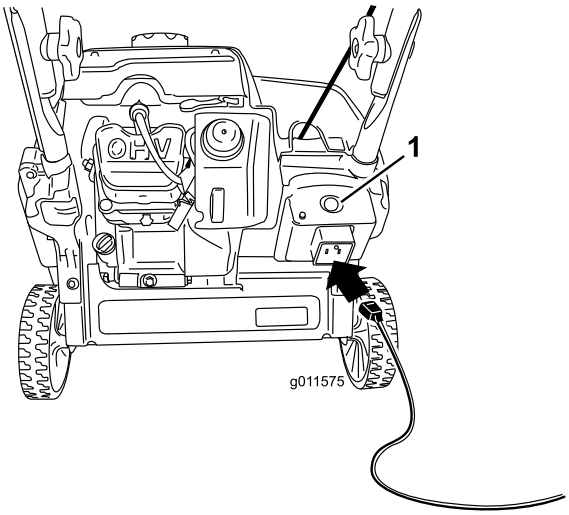
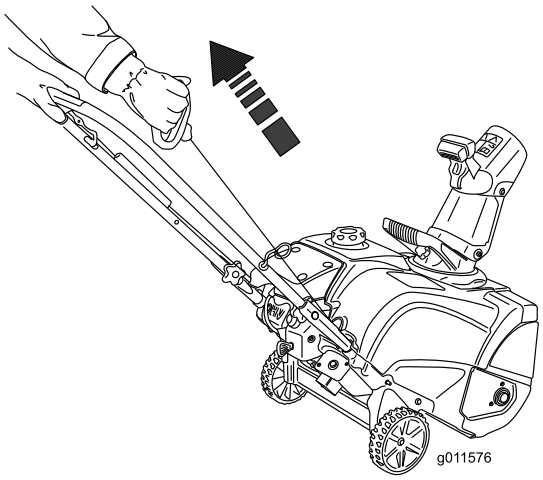

**Rysunek 18**
**Rysunek 19**
4. Podłącz przedłużacz do źródła zasilania i maszyny, po czym naciśnij przycisk rozrusznika elektrycznego (tylko model 38283) (Rysunek 18) lub pociągnij za uchwyt rozrusznika linkowego (Rysunek 19).